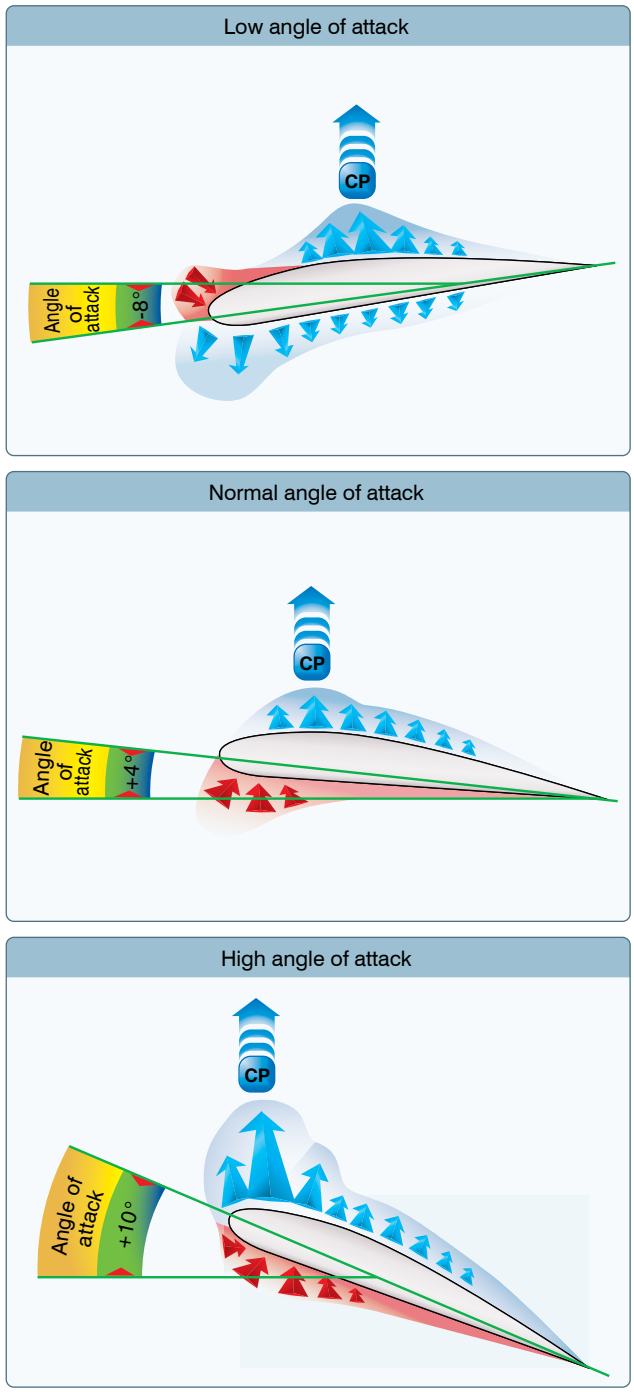

Figure 4-7. *Pressure distribution on an airfoil and CP changes with AOA.*
From experiments conducted on wind tunnel models and on full size airplanes, it has been determined that as air flows along the surface of a wing at different angles of attack (AOA), there are regions along the surface where the pressure is negative, or less than atmospheric, and regions where the pressure is positive, or greater than atmospheric. This negative pressure on the upper surface creates a relatively larger force on the wing than is caused by the positive pressure resulting from the air striking the lower wing surface. *Figure 4-7* shows the pressure distribution along an airfoil at three different angles of attack. The average of the pressure variation for any given AOA is referred to as the center of pressure (CP). Aerodynamic force acts through this CP. At high angles of attack, the CP moves forward, while at low angles of attack the CP moves aft. In the design of wing structures, this CP travel is very important, since it affects the position of the air loads imposed on the wing structure in both low and high AOA conditions. An airplane's aerodynamic balance and controllability are governed by changes in the CP.